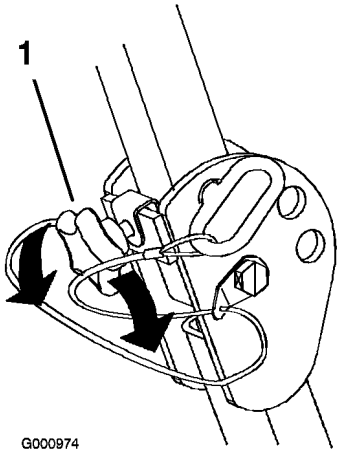

Figur 8
1. Løsne de fremre knottene for å senke veltebøylen (Figur 8).
Viktig: Trekk til de fremre knottene mot de midtre veltebøyleendene (Figur 8).